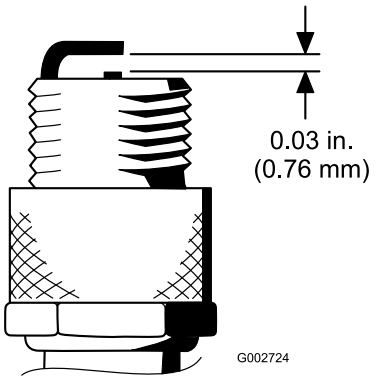

Figur 37
4. Kontrollera att luftgapet mellan mitt- och sidoelektroderna är 0,76 mm (Figur 37).